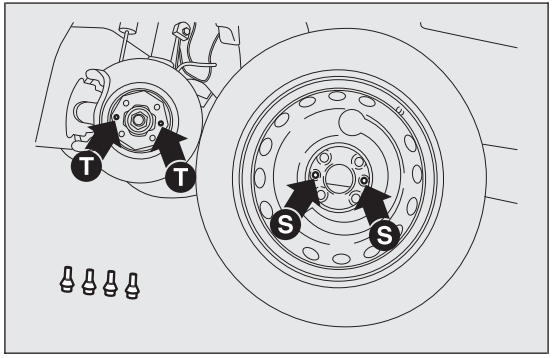

fig. 128 F0Q0396
- ❒ fit the space-saver wheel aligning the openings S fig. 128 with the corresponding centering pins T;
- ❒ fit the standard wheel aligning the openings S fig. 128 with the corresponding centering pins T;